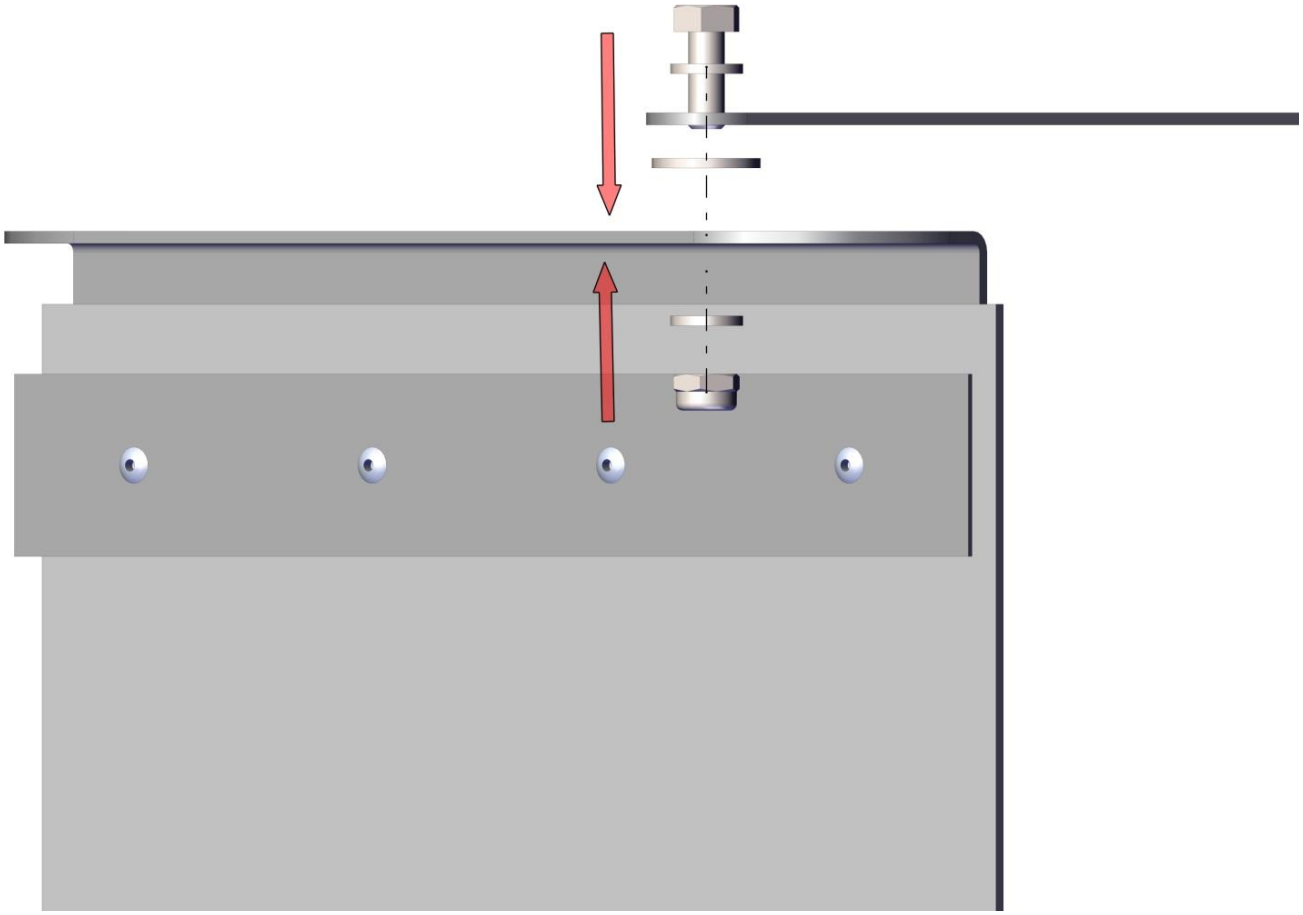

Рис.9. Порядок крепежа между пластиной и завесой
2) Со стороны отверстия Ø6 установите пластину на крепежи. Порядок крепежа между пластиной и завесой представлен на рис.9.*